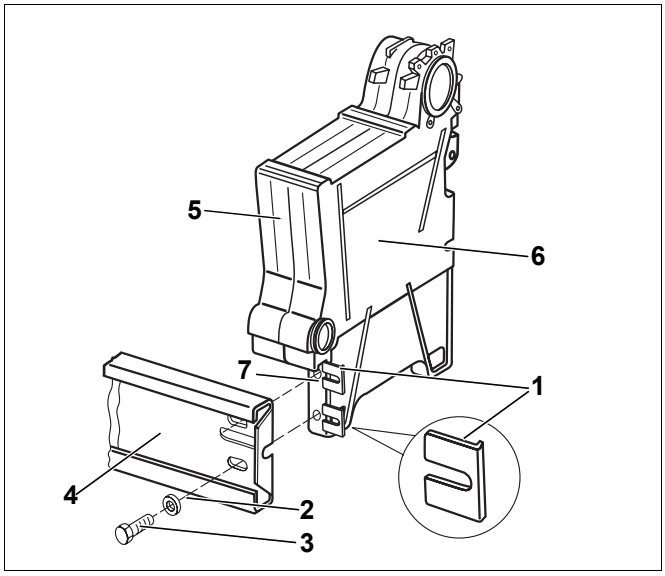
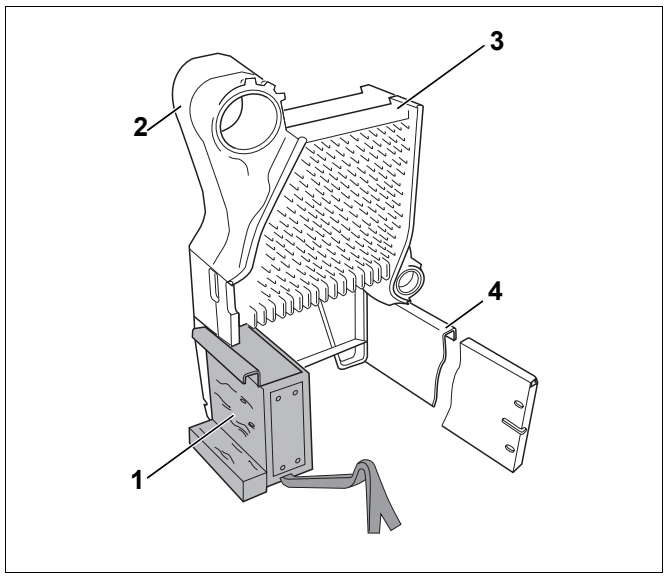

Rys. 13 Montaż szyny podporowej
Rys. 14 Człony kotła z zamocowanym wspornikiem montażowym
- Nałożyć podkładki (rys. 13, **poz. 1**) na nóżki członu końcowego (rys. 13, **poz. 7**).
- Przykręcić szynę podporową (rys. 13, **poz. 4**) śrubami z łbami sześciokątnymi M8 x 30 (rys. 13, **poz. 3**), podkładkami (rys. 13, **poz. 2**) i nakrętkami do nóżki członu końcowego (rys. 13, **poz. 7**).
Część bloku kotła (człon końcowy (rys. 13, **poz. 6**) i pierwszy człon środkowy (rys. 13, **poz. 5**)) muszą być podparte i zabezpieczone przed przewróceniem się podczas łączenia. Do podparcia części zmontowanego bloku kotła należy użyć wspornika montażowego (rys. 14, **poz.** 1, strona 17).
W tej instrukcji opisany jest montaż bloku kotła z zastosowaniem wspornika montażowego (rys. 14, **poz. 1**).
- Ustawić człon końcowy (rys. 14, **poz. 2**) z pierwszym członem środkowym (rys. 14, **poz. 3**) na fundamencie i lekko przechylić.
- Ostrożnie wsunąć wspornik montażowy (rys. 14, **poz. 1**) pod człony kotła i oprzeć na nim człony kotła.